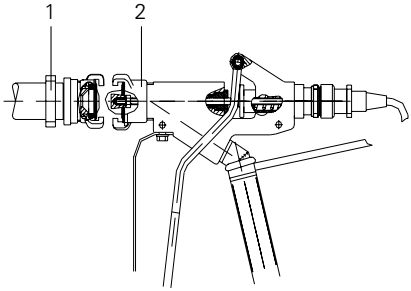

Рис. 25: Очистка пистолета для клея
- Отсоединить шланг пистолета (рис. 25, 1) , вместо него установить шланг подачи воды с разъемом GEKA
- Отсоединить разъем GEKA (рис. 25, 2) промыть внутреннее пространство; затем промыть корпус пистолета